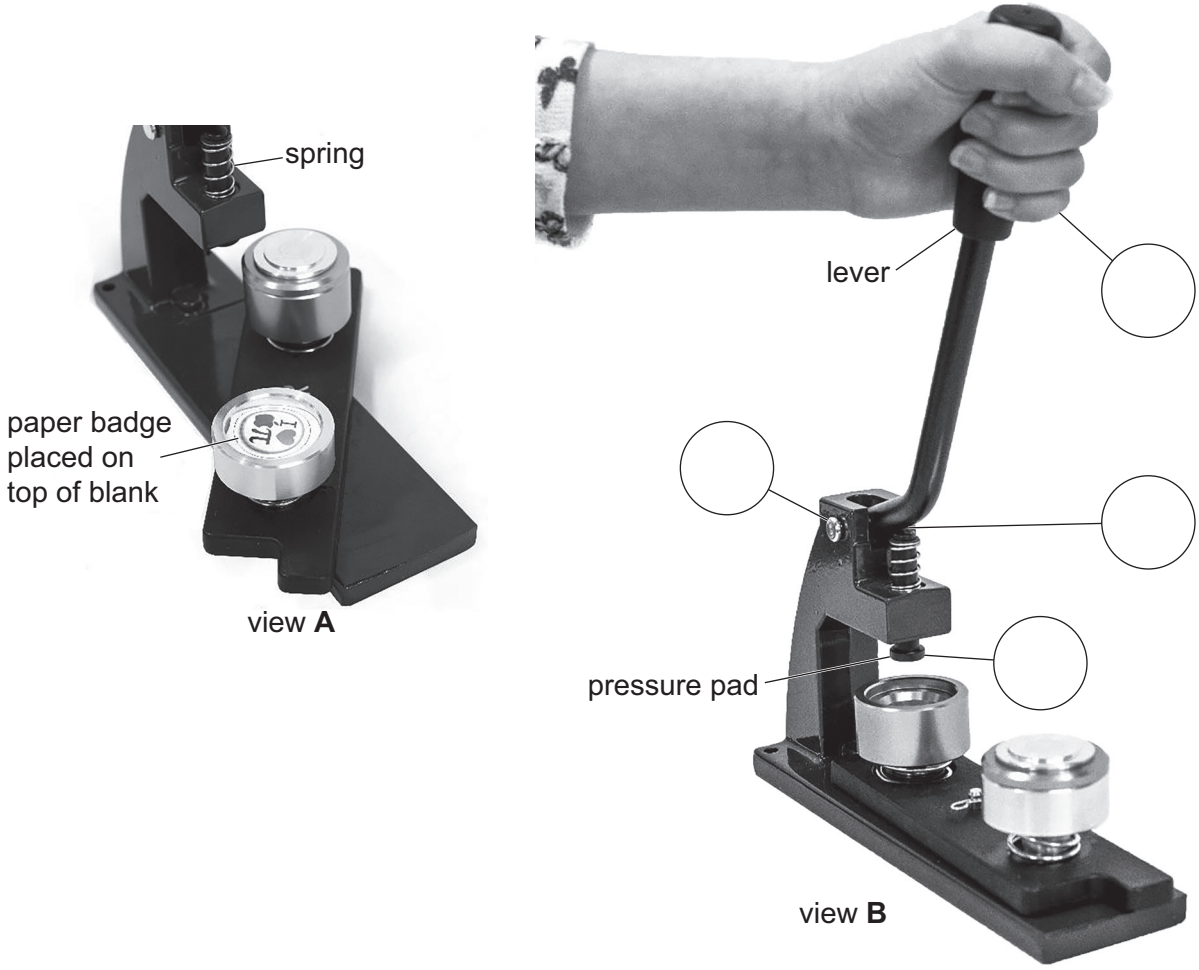

**Fig. 11.1**
**11** Fig. 11.1 shows two views of a badge-making machine which is used to press a clear plastic sheet over a paper badge and badge blank.